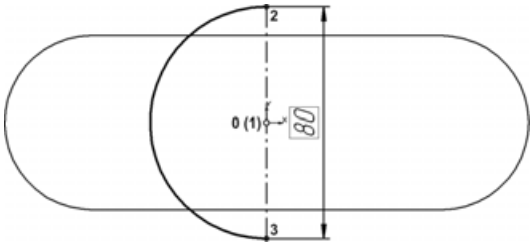

Рис. 6.175
- В произвольном месте эскиза стилем линии **Осевая** постройте вертикальный отрезок 2-3 (рис. 6.175). Проставьте к нему линейный размер длины отрезка 80.